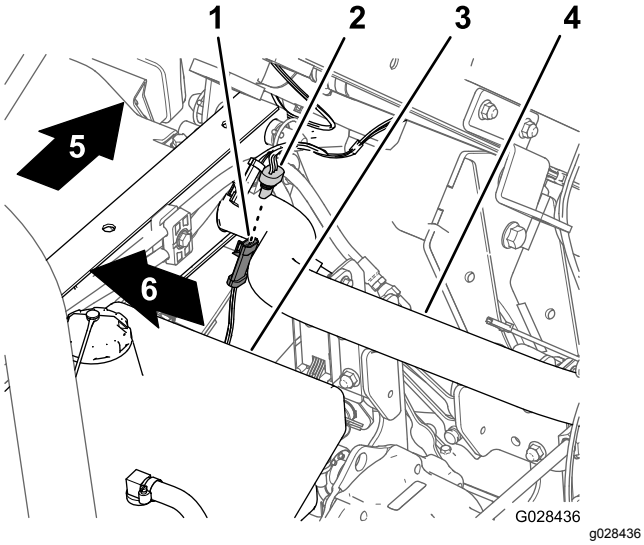

Figur 17
1. Finn kontakten med tre sokler for hastighetssensorkretsen (Figur 17) ved ledningssatsen for sprederen.
2. Koble 3-pinnerskontakten i maskinens ledningssats for hastighetssensoren til kontakten med tre sokler i sprederens ledningssats for hastighetssensoren (Figur 17).